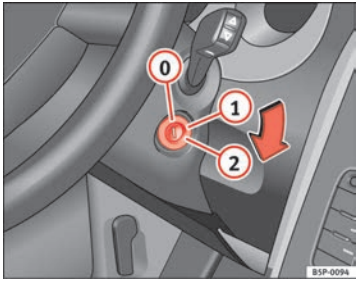

Fig. 139 Ignition key positions
In this position ⇒ fig. 139 the ignition and the engine are OFF and the steering may get locked.
– Turn the ignition key to position ⇒ page 174, fig. 139 (1). The indicator lamp ⌀ will light for engine pre-heating.
– When the warning lamp turns off, turn the key to position (2) to start the engine. Do not press the accelerator.
– Turn the ignition key to position ⇒ page 174, fig. 139 (0).